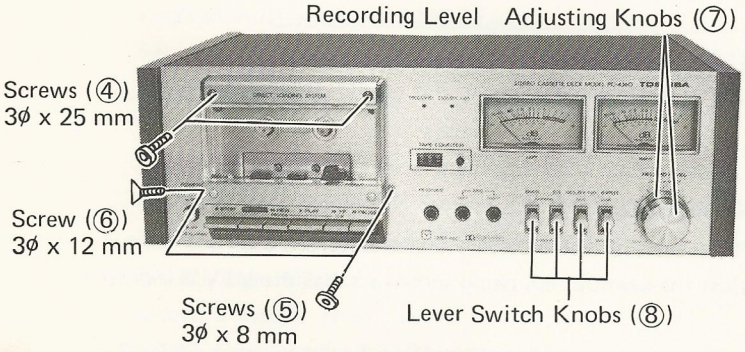

Figure 6
2. Remove 2 screws (④), 2 screws (⑤) and 1 screw (⑥). See figure 6.
3. Pull out the recording level adjusting knobs (⑦). See figure 6.
4. Pull out the lever switch knobs (⑧). See figure 6.